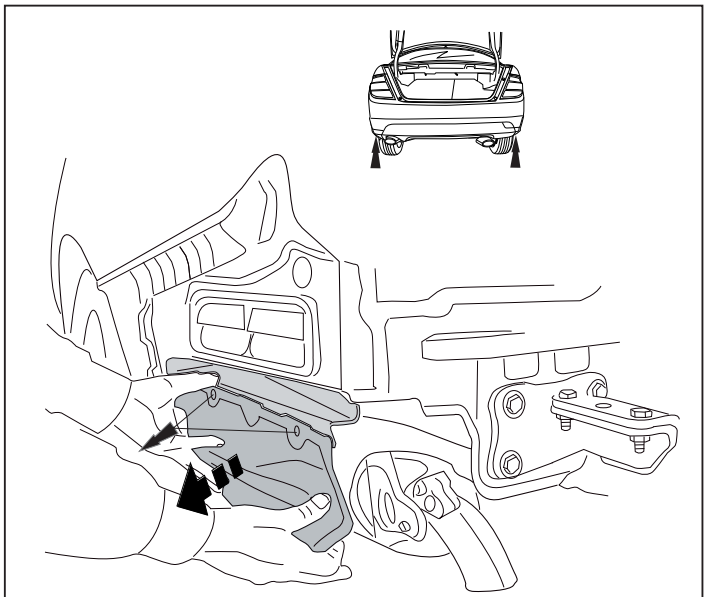

Fig. 3
3. Снять слева и справа теплозащитный экран. См. рисунок 3.